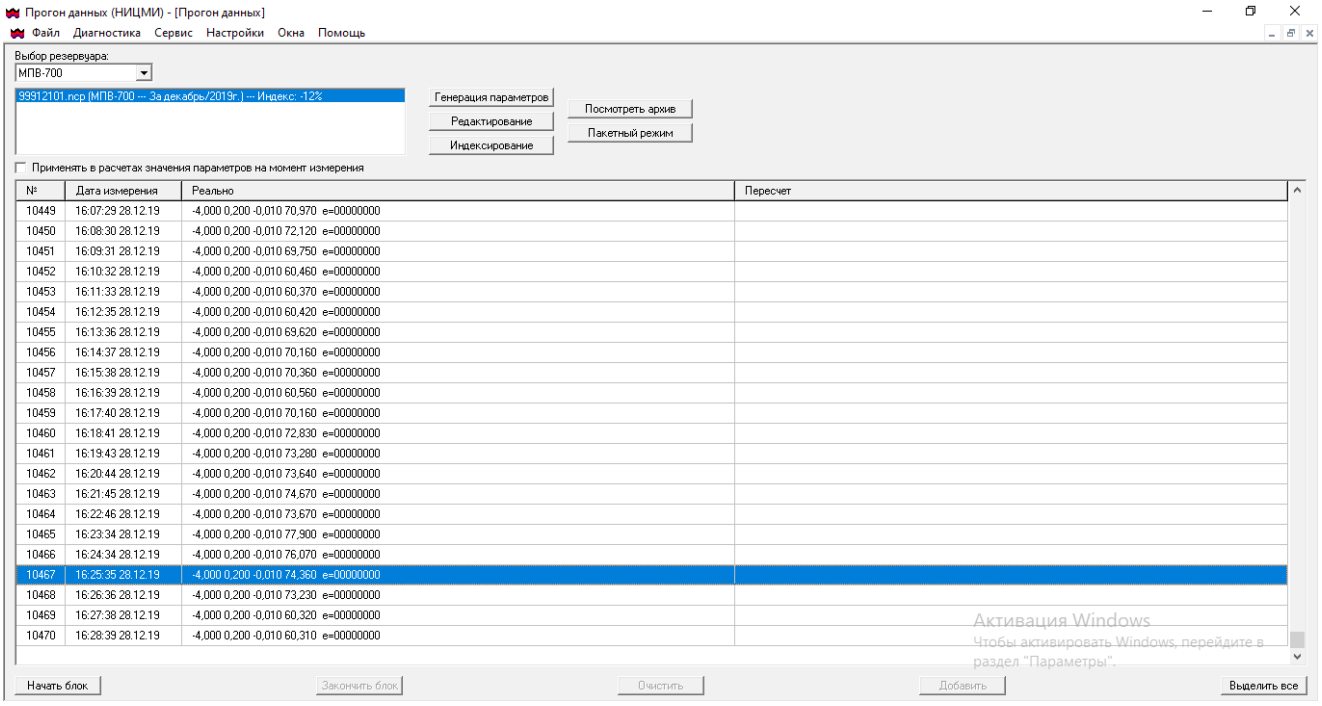

Рис.22
8.2. NCP-файлы, содержащие сигналы с влагомера за интересующий период, записываются в одноименный подкаталог NCP программы “PROGON”, после чего запускается исполняемый файл программы “progon.exe”. После запуска выводится активное окно «Создание индексов», в котором появится наименование всех записанных ncp-файлов, наименование прибора и промежутки времени архивных данных. Проверив, что данные файлы действительно содержат нужную информацию за интересующий интервал времени, в окошке перед наименованием ncp-файла ставят галочку и левой клавишей мыши нажимают “OK” . Это запустит процесс разархивирования ncp-файла и по его окончания нажать левой клавишей мыши «ЗАКРЫТЬ» в результате появится рабочее окно программы “PROGON” рис.22.